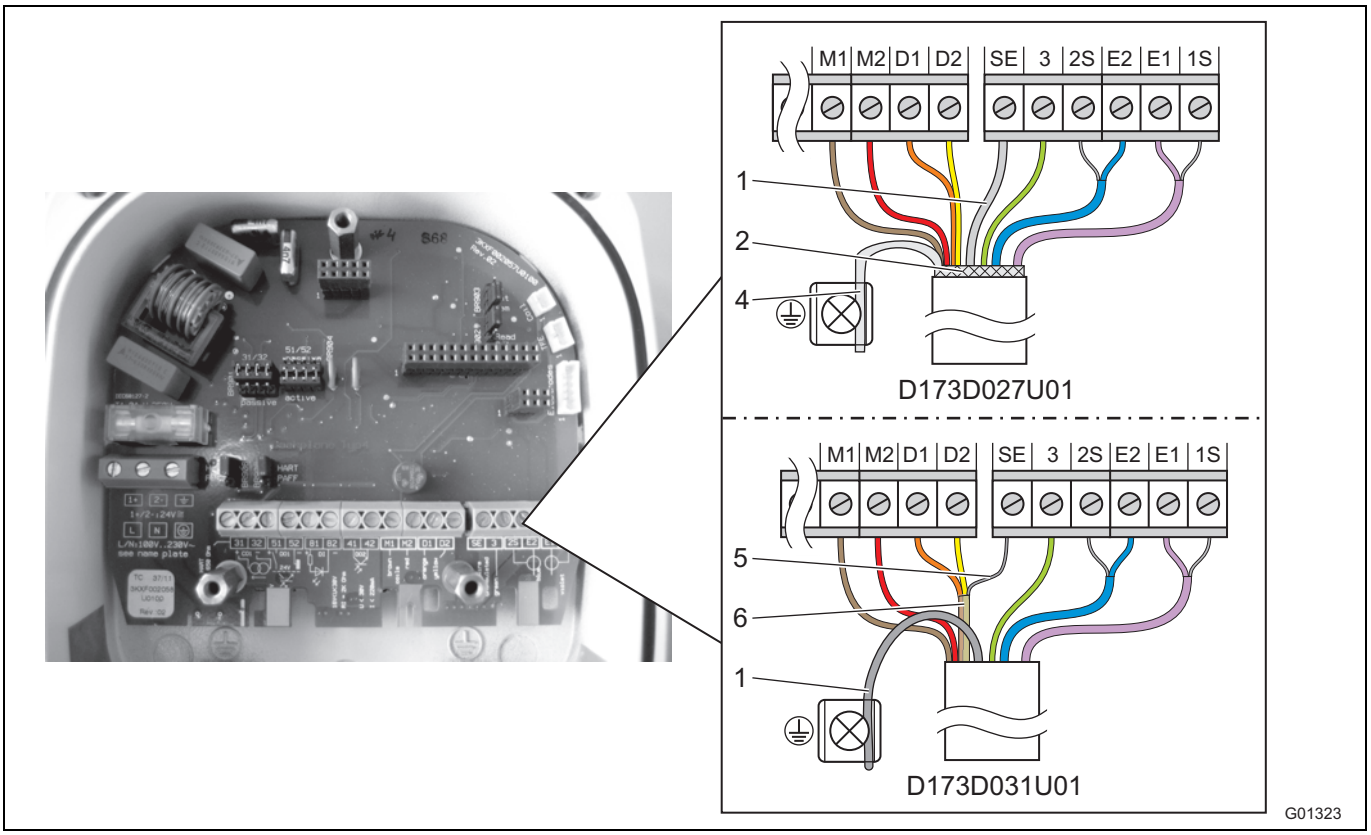

Fig. 29: Côté transmetteur, dimensions en mm (inch)
Confectionner l'extrémité de câble côté transmetteur comme illustré à la Fig. 29.
- Raccorder tous les autres fils comme illustré à la Fig. 29.